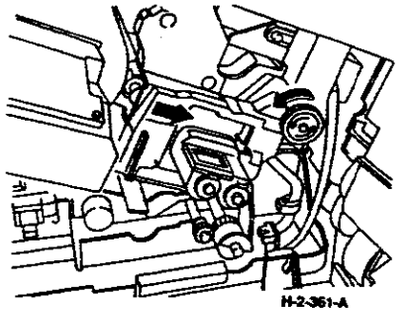

**Рисунок 1. Отвод узлов проявления**
3. (Рисунок 1) Для отвода узлов проявления от фоторецептора поверните желтую ручку против часовой стрелки примерно на один оборот.